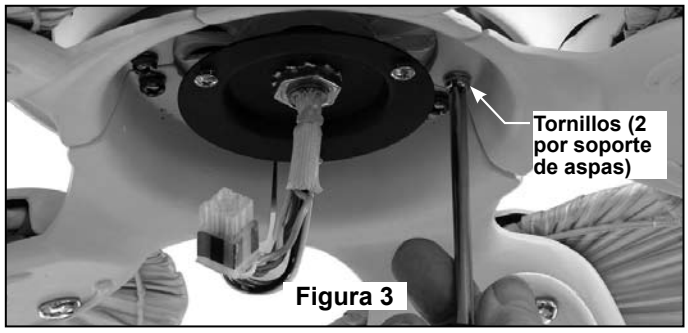

Figura 3
5. Ajuste las aspas ensambladas y los soportes al buje del motor con los tornillos y las arandelas de seguridad suministrados. (Figura 3)